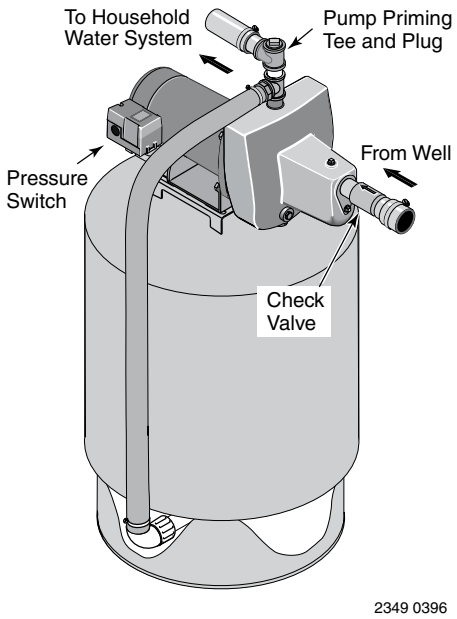

Figure 4: Pre-charged Tank Connections
PRE-CHARGE TANK CONNECTION (FIGURE 4)
Step 1. Install two tees in the pump discharge port (see Figure 4). The pipe size must be at least as large as the discharge port.